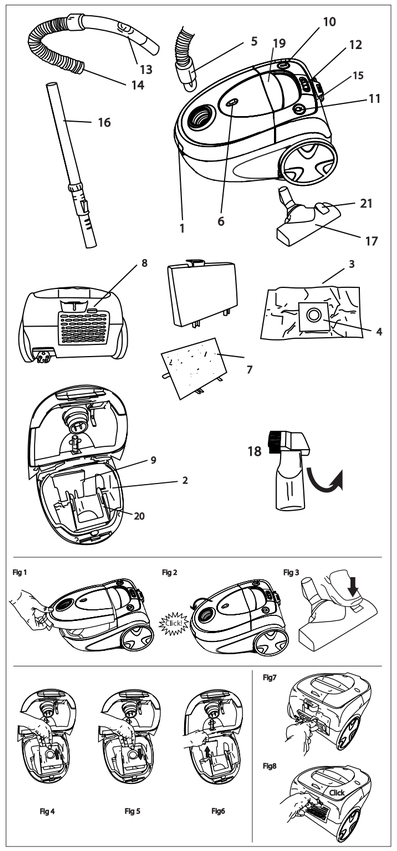

Fig 1 Fig 2 Fig 3
2 Para abrir el compartimento de la bolsa (2) presione la pestaña de apertura de la bolsa-contenedor de polvo (1) y levante la tapa (fig. 1).
2 Abra la bolsa-contenedor de polvo del aspirador presionando la pestaña (1) y levantando la tapa. (fig.1)